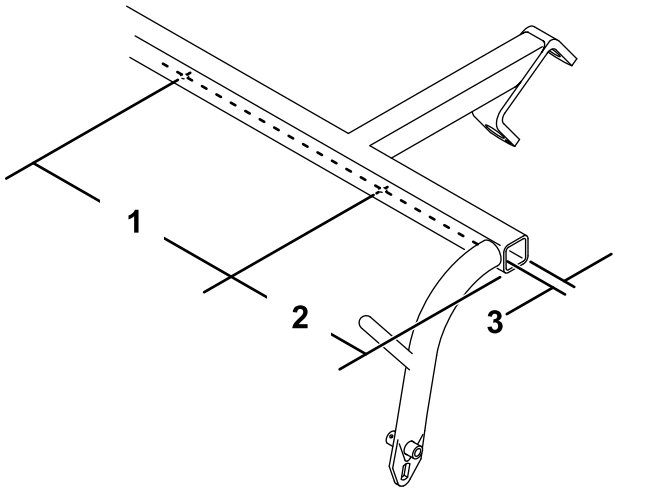

Figure 2
4. Si le bâti de traction ne comporte pas 2 trous sur sa face inférieure, percez les trous avec un foret de 0,221 pouce à l'emplacement indiqués sur la Figure 2.